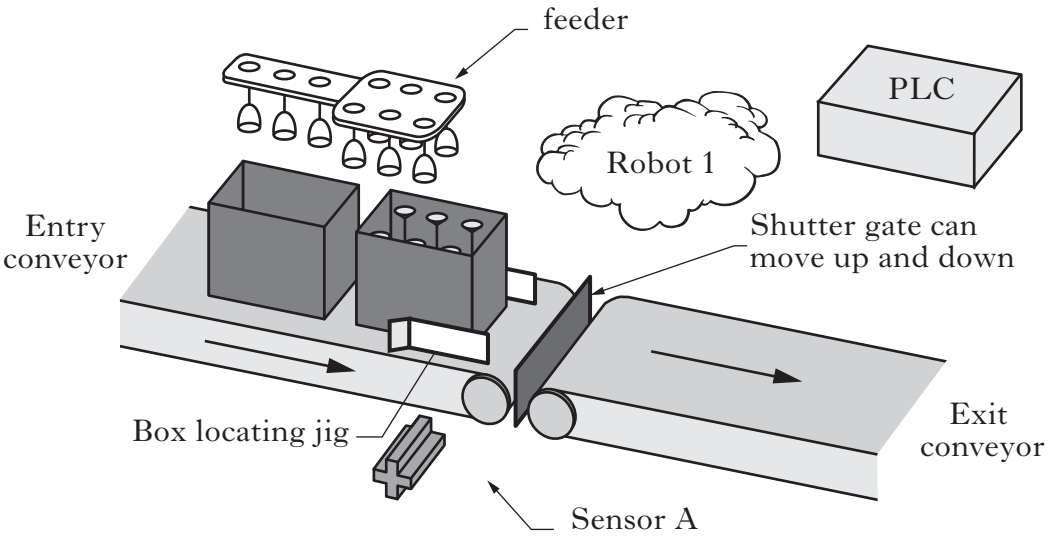

Figure Q13
13. Figure Q13 shows a simplified schematic diagram of an Automated packing station. The station packs six wine glasses individually into a preassembled wine glass box.